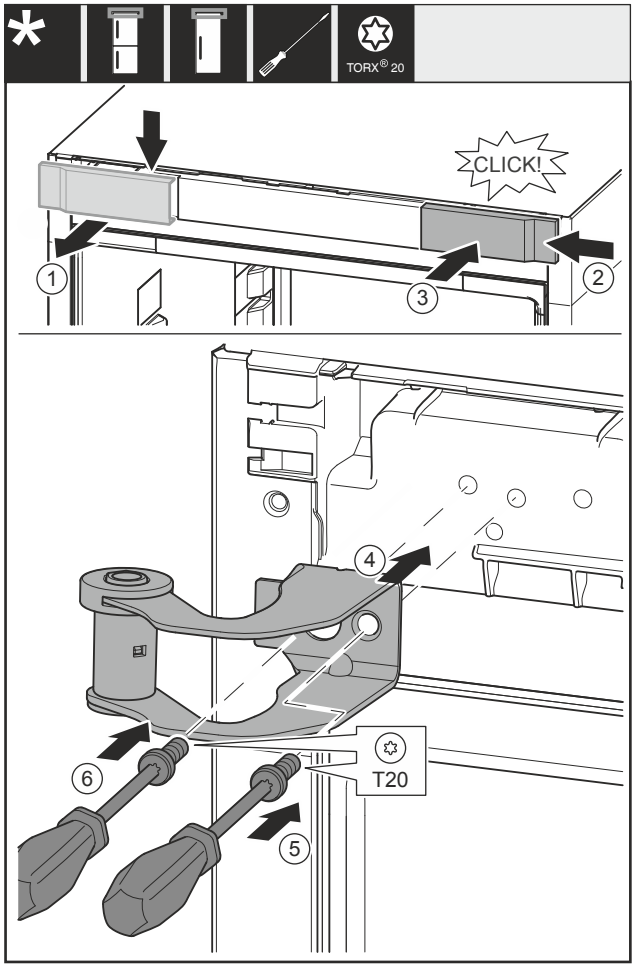

Fig. 22
- ▶ Afdekking *Fig. 22 (1)* van boven af naar voren lostrekken.
- ▶ Afdekking *Fig. 22 (2)* 180° gedraaid aan de andere zijde van rechts inhangen.
- ▶ Afdekking *Fig. 22 (3)* vastklikken.
- ▶ Bovenste lagerbok *Fig. 22 (4)* bevestigen.
- ▶ Schroef *Fig. 22 (5)* vastdraaien.
- ▶ Schroef *Fig. 22 (6)* vastdraaien.